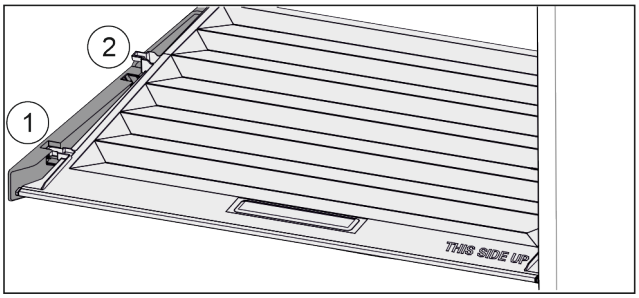

Fig. 36
▶ Tirer le couvercle vers l'avant jusque dans l'orifice des pièces de retenue *Fig. 36 (1)*.
▶ Le soulever par le bas à l'arrière et le sortir par le haut *Fig. 36 (2)*.